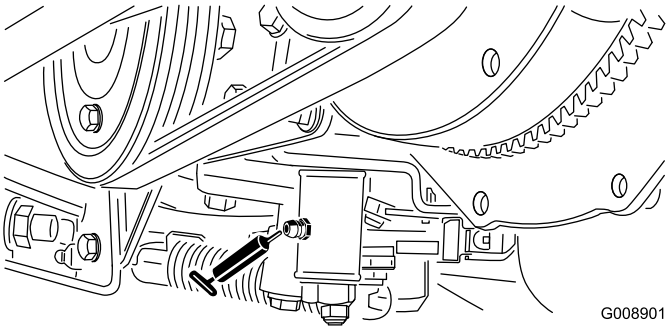

**Figur 36**
- Justeringsmekanism för neutralläge (Figur 36)